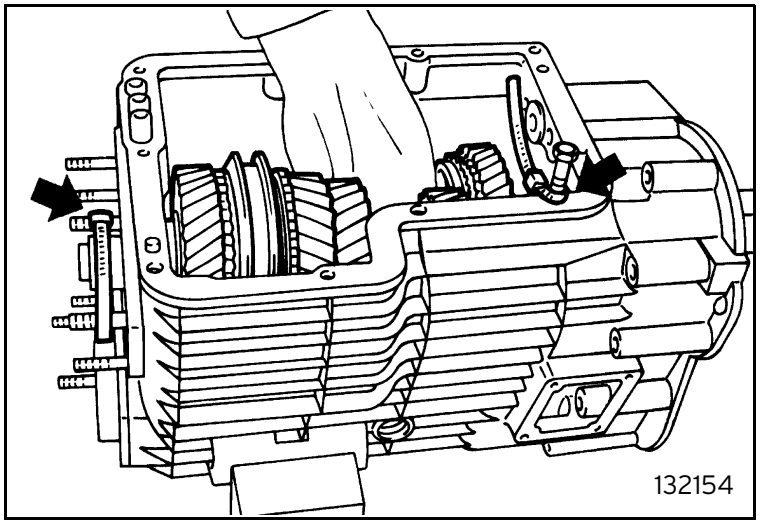

Fig. 55
- secure the shaft to the gear housing wall with two straps (arrow) to allow the passage of the countershaft components (figure 55);